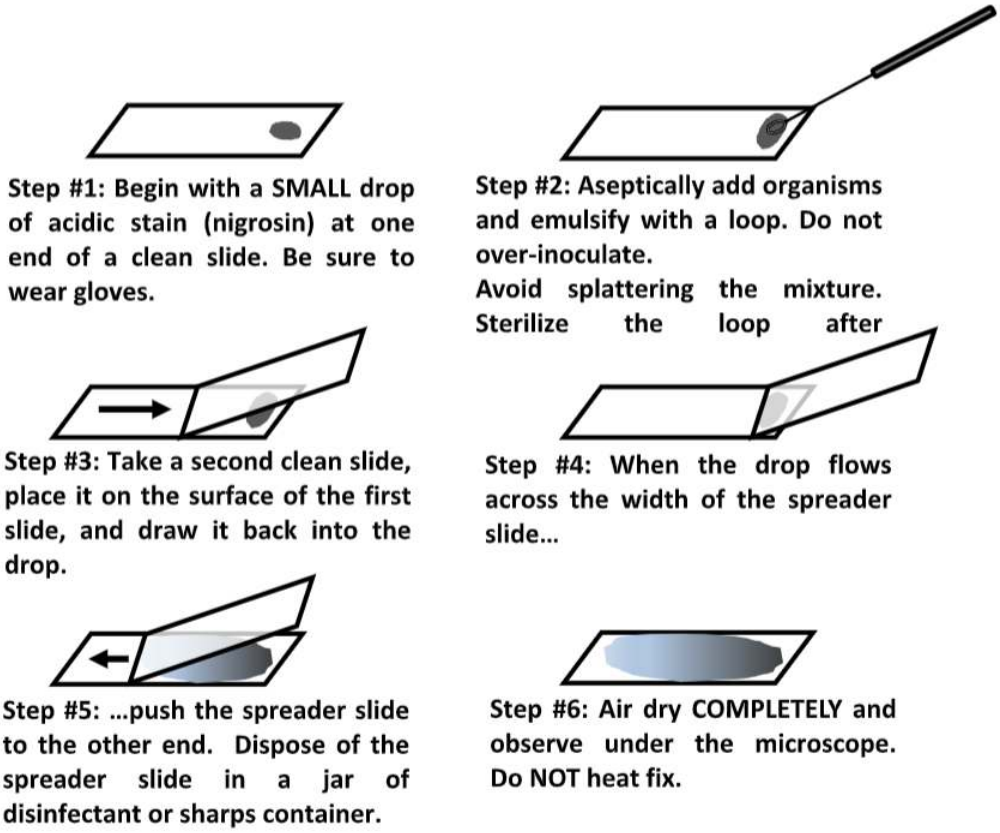

Figure 18.4.1: Negative Stain Procedure
2. Refer to Figure 18.4.1 when preparing for and performing the stain.